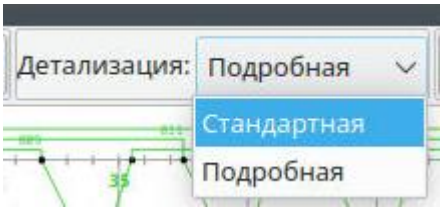

Рисунок 286 – Доступные варианты детализации графика
Для выбора вида отображения графика пользователю доступно меню "Детализация" на панели инструментов (рисунок 286).
2. Нажать на требуемое значение детализации (рисунок 286).